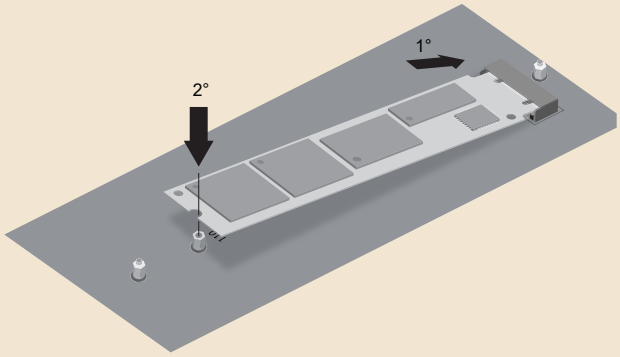

Figura 17.3: Instale o SSD no slot M.2.
2. Normalmente, slots M.2 permitem a instalação de placas M.2 de diferentes comprimentos. Com isto, a placa-mãe terá vários furos para a fixação do SSD M.2, como ilustramos na Figura 17.2. Você deverá verificar o comprimento do SSD a ser instalado e posicionar o suporte de fixação no furo que corresponda ao comprimento do seu SSD. No exemplo da Figura 17.2, esse suporte estava na posição para a instalação de um SSD com 80 mm de comprimento (isto é, modelo 2280). Se o seu SSD fosse de 110 mm de comprimento (modelo 22110), você deveria desatarraxar o suporte com os dedos e movê-lo para a posição 110. Esse foi o caso em nossas ilustrações, e você notará que, a partir da Figura 17.3, o suporte de fixação aparece na posição 110.
3. Insira o SSD no slot M.2 em ângulo, como mostra a Figura 17.3. Observe que, devido ao desenho do conector, o SSD só entra em uma posição. Logo, se o SSD não estiver encaixando, significa que ele está de cabeça para baixo ou que ele não é compatível com o slot M.2 sendo utilizado.